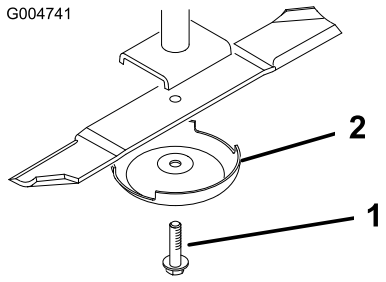

Figura 86
2. Sujete el extremo de la cuchilla usando un paño o un guante grueso. Retire del eje de la cuchilla el perno de la cuchilla, el protector de césped y la cuchilla (Figura 86).